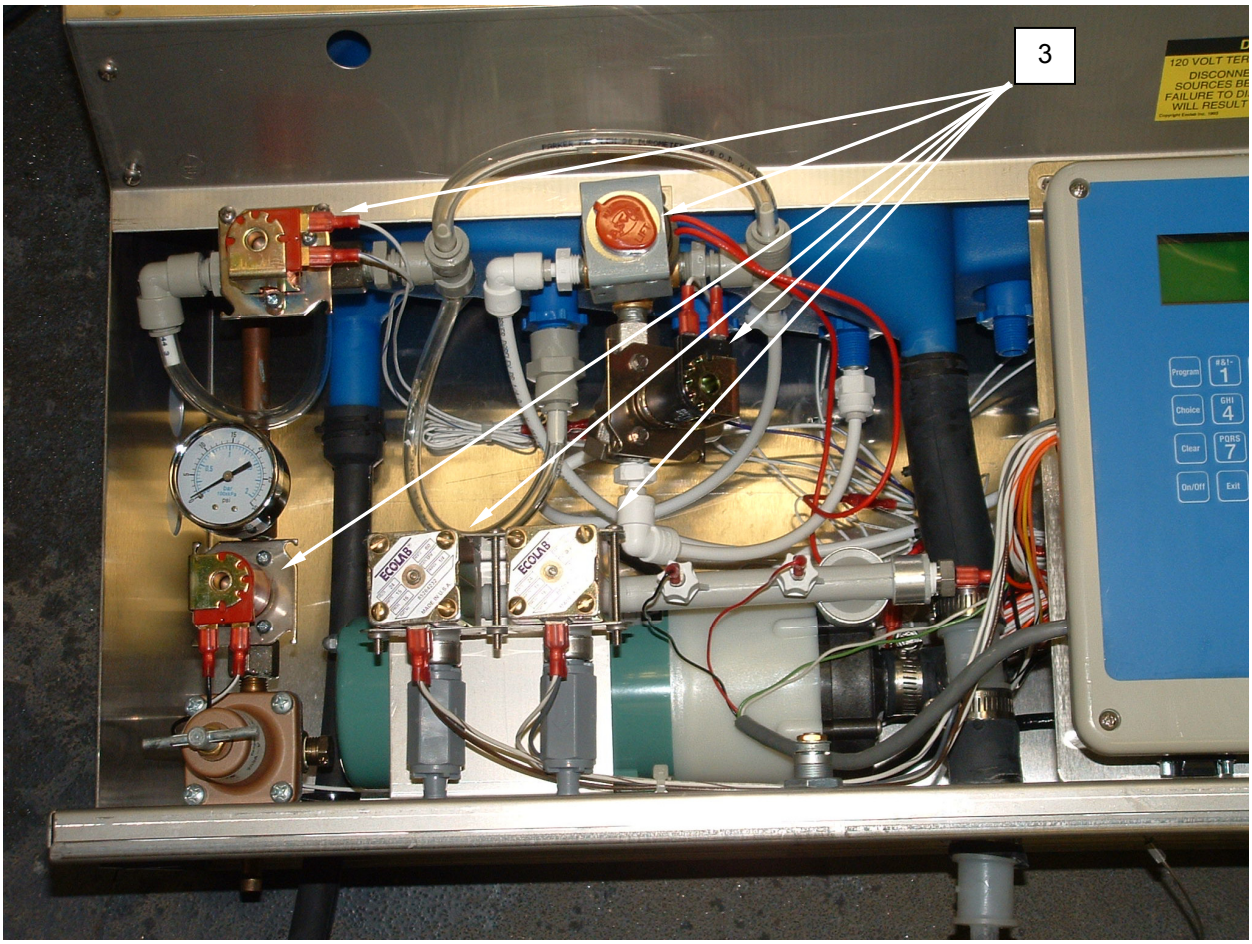

Figure 1. Test the Solenoids.
3. Tag and disconnect wiring from solenoid **(Figure 1, Item 3)** to be tested.
4. Use an ohmmeter to test solenoid **(Figure 1, Item 3)** for continuity.
5. Replace an open solenoid **(Figure 1, Item 3)**.
8. Install cover **(Figure 1, Item 2)**, connect power and monitor for normal operation.